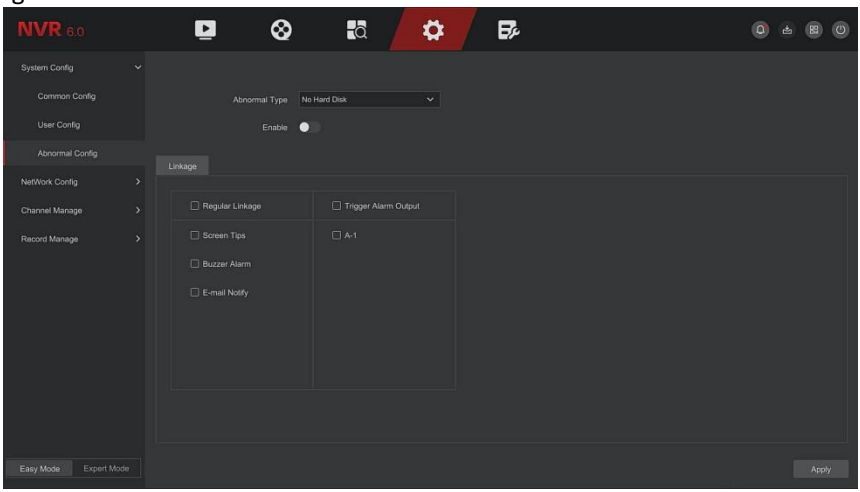

Figure 5-96
Step 1: In the main menu, choose "Config → Expert Mode → Event Config →Exception" to enter Exception setting interface, as shown in Figure 5-96 below.